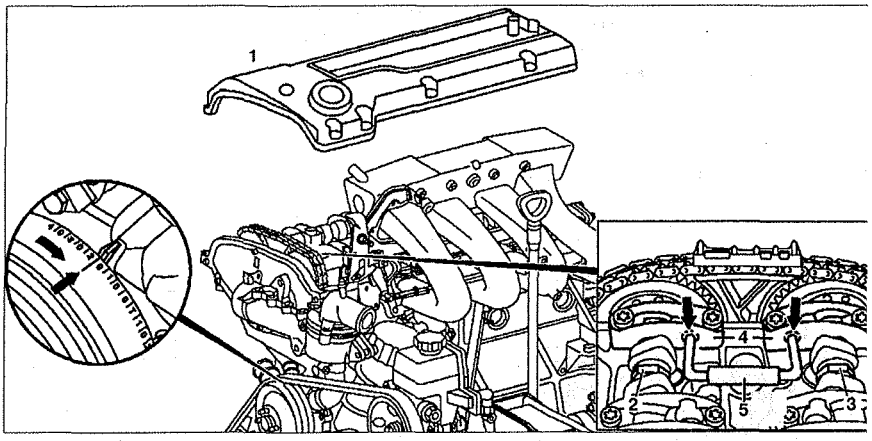

Рис. 2.26. Проверка основного положения распределительных валов:
11. Снимите крышку головки блока цилиндров **1** (см.рис.2.26).